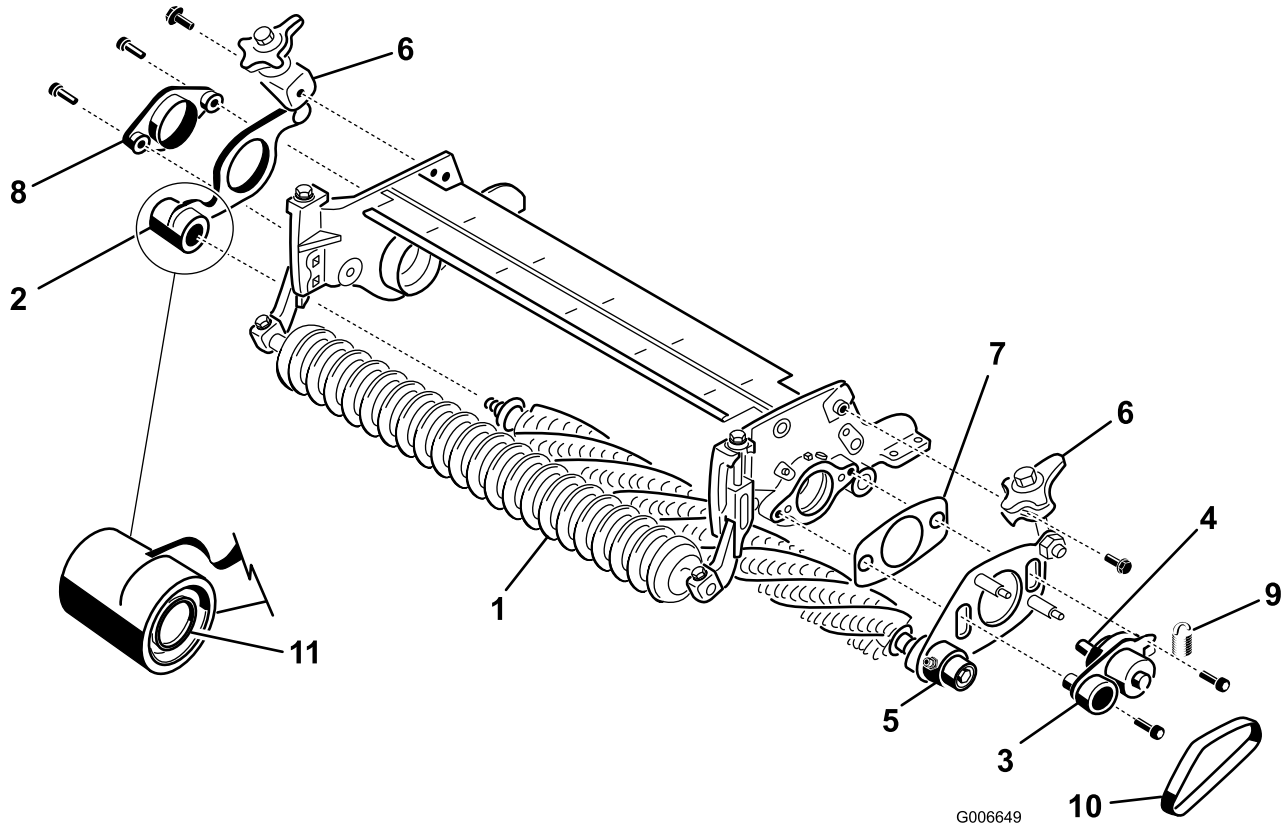

Figur 9
14. Dra av trimsatsplåten med snabbspaken från trimsatsaxeln på trimsatsenhetens **icke-drivande** sida (Figur 9).
16. Montera svängnavet, drivsidans trimsatsplåt med snabbspak och mellanlägget till klippenhetens sidoplåt på klippenhetens drivande sida med två 3/8 x 1 tums insexskruvar (Figur 9). Stryk på blå Loctite på skruvarnas gängor före monteringen.
17. Montera trimsatsplåten till den icke-drivande sidan på trimsatsaxeln (Figur 9). Var försiktig så att tätningsfjädern inte trillar ur.
18. Fäst svängnavet till den icke-drivande sidan vid klippenhetens sidoplåt med två 3/8 x 1 tums skruvar (Figur 9). Stryk på blå Loctite på skruvarnas gängor före monteringen.
20. Montera snabbspakarna på sidoplåtarna med 3/8 x 3/4-tums huvudskruvar med fläns (Figur 9).
21. Montera trimsatsremmen på remskivorna (Figur 9). Kontrollera att räfflorna på remmen passar ihop med skårorna på varje remskiva.